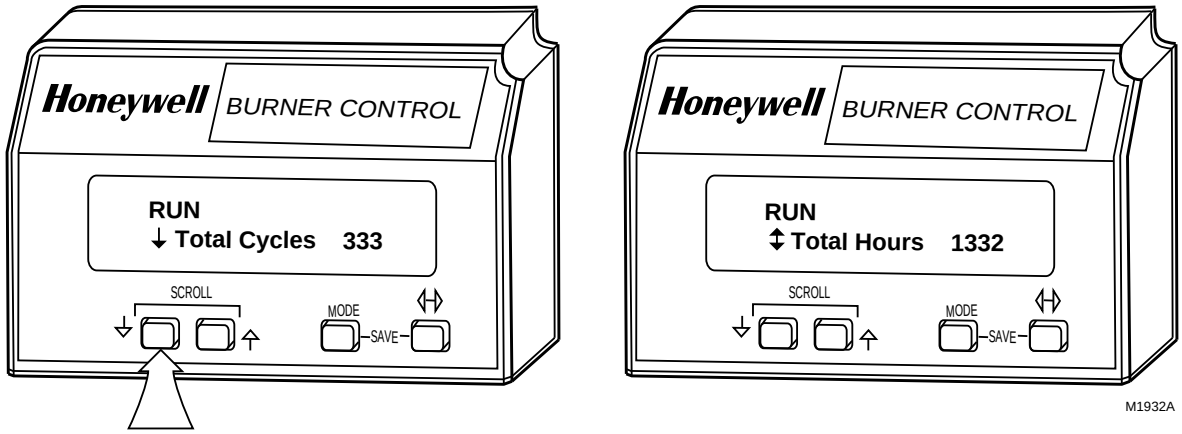

Fig. 18. (◊) SCROLL pushbutton function.
❶ SCROLL Down-Up pushbuttons (◊), see Fig. 18.